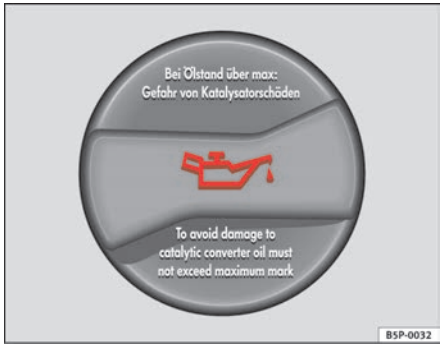

Fig. 164 In the engine compartment: Engine oil filler cap
- Unscrew cap from oil filler opening ⇒ fig. 164.
- As soon as the oil level is in area (B), carefully close the cap.